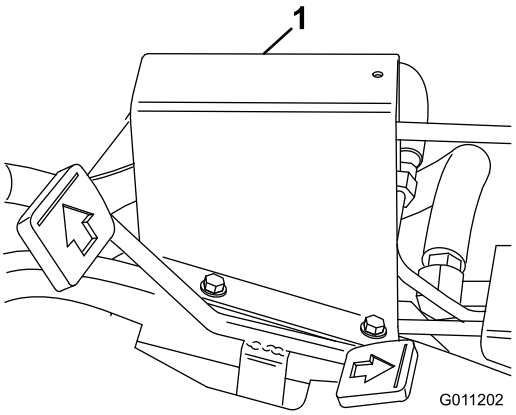

Figur 41
1. Anbring 1, 2 og 3 spoler i neutral (midten af vandringen), og fjern overføringsstangens afskærmning fra fodpanelet (Figur 41).